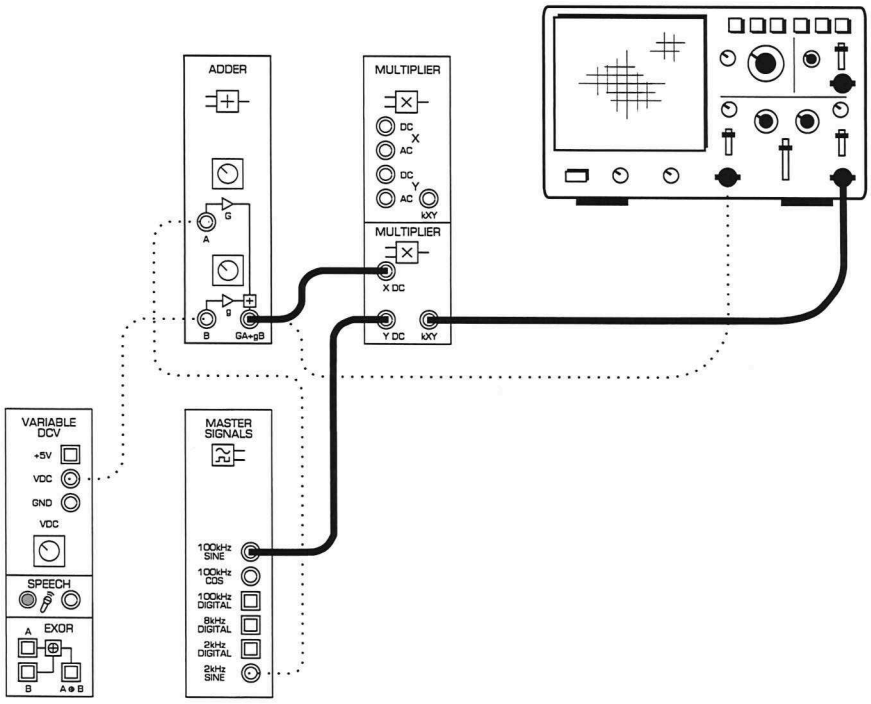
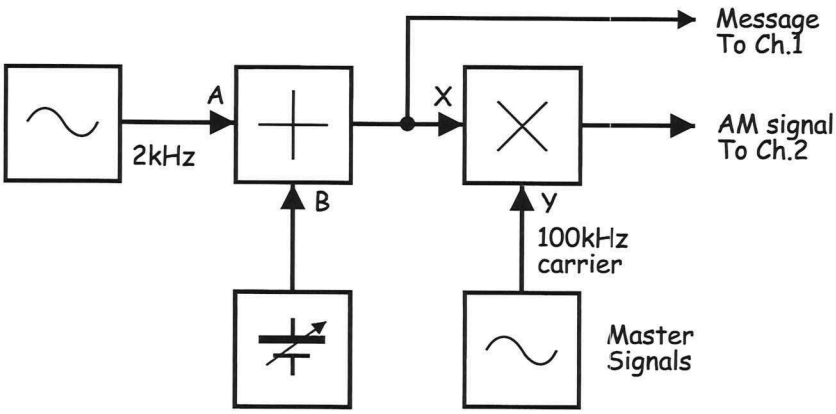

Figure 5
Figure 6
9. Modify the set-up as shown in Figure 5 below.
> The set-up in Figure 5 below builds on the set-up that you've already wired so don't pull it apart. To highlight the changes that we want you to make, we've shown your existing wiring as dotted lines.
The set-up in Figure 5 can be represented by the block diagram in Figure 6 below. The additions that you've made to the original set-up implement the highlighted part of the equation: